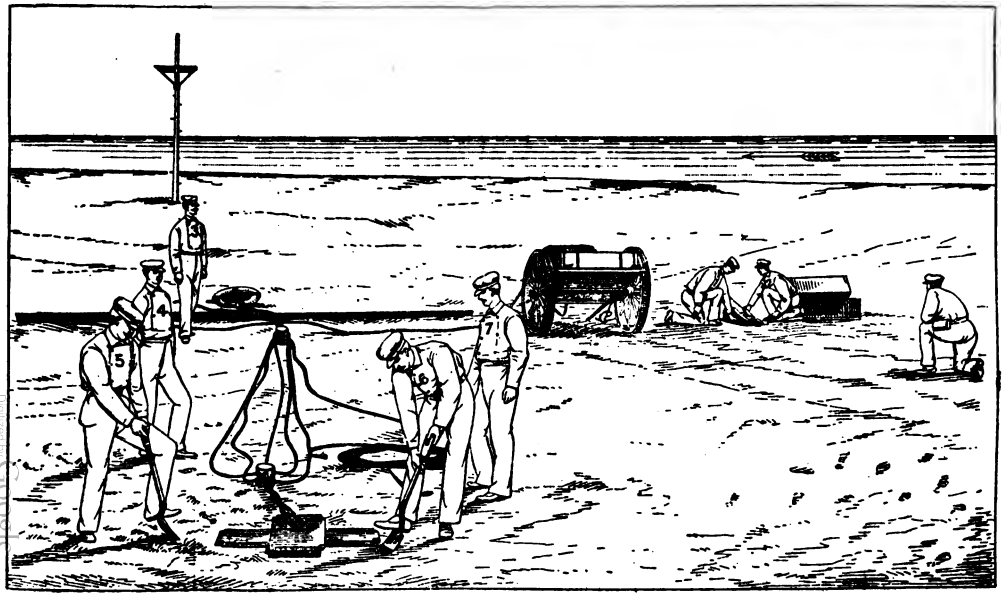

FIG. 4.—Relative positions of men while placing apparatus.
380. (1) **Action.**—The relative positions assumed by the men for the purpose of placing the apparatus are shown by fig. 4. The current is supposed to be running from the right, as shown by the arrow.
(2) Officer in charge puts on his haversack; No. 4 throws buoy off the cart; Nos. 5, 6, and 7 unload the shovels, pick, and sand anchor, and proceed at once to bury the sand anchor where directed by the officer in charge. The sand anchor must be opened, its sides at right angles to each other, and buried upon its flat in a narrow trench of sufficient depth, say 2 feet, and the trench then filled in solidly about it. Nos. 2 and 3 remove the shot-line box. The officer in charge and No. 1 remove the gun, and place it in position four or five paces to windward of the cart; Nos. 2 and 3 place the shot-line box, inverted, on a line with the muzzle of the gun, and 3 feet to windward (wind), unless the wind is directly on shore, when they will place it to the right, and, after lifting the pins clear of the line, will cant the box in the direction of the wreck.
(3) If through carelessness the shot line has been faked too tightly upon the pins, it should not be forced off the pins by the bottom board, which is liable to split, but the frame should be raised and a few of the bottom fakes removed with the hand when the remainder will fall off into its place in the box.
(4) Officer in charge loads with cartridges, No. 1 provides the shot, wipes and holds it while No. 2 wets a fathom of the shot line and bends it into the shank with three half hitches. No. 1 then inserts the shot into the bore from side of gun, forcing it